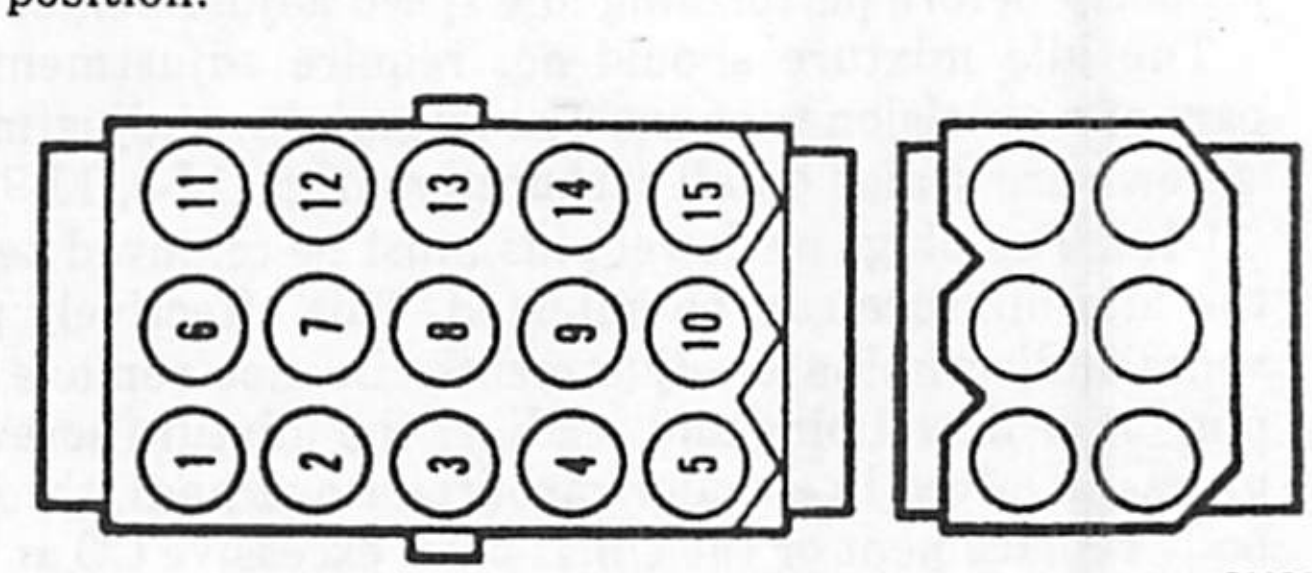

Fig. 1A-11 Diagnostic Connector
(6) Insert dwell meter probes into terminal 6 (+) and terminal 13 (-) of diagnostic connector (fig. 1A-11). Turn meter selector switch to "six-cylinder" scale position.
(8) If equipped with air conditioning, adjust idle speed screw (fig. 1A-8) to obtain specified engine rpm. Turn A/C control switch On. Open throttle momentarily to ensure solenoid armature is fully extended. Adjust solenoid idle speed screw (fig. 1A-8) to obtain specified engine rpm. Turn A/C control switch off.
(9) If not equipped with air conditioning, adjust solenoid idle speed screw (fig. 1A-8) with solenoid energized to obtain specified engine rpm. Disconnect solenoid wire connector and adjust idle speed screw to obtain specified curb idle speed. Connect solenoid wire connector.
(10) Disconnect hose from EGR (exhaust gas recirculating) valve and plug hose.
(11) With fast idle speed screw on top step of fast idle speed cam, adjust fast idle speed to obtain specified engine rpm.
(12) Stop engine. Install air cleaner. Connect all vacuum hoses and A/C compressor wire connector. Disconnect tachometer.